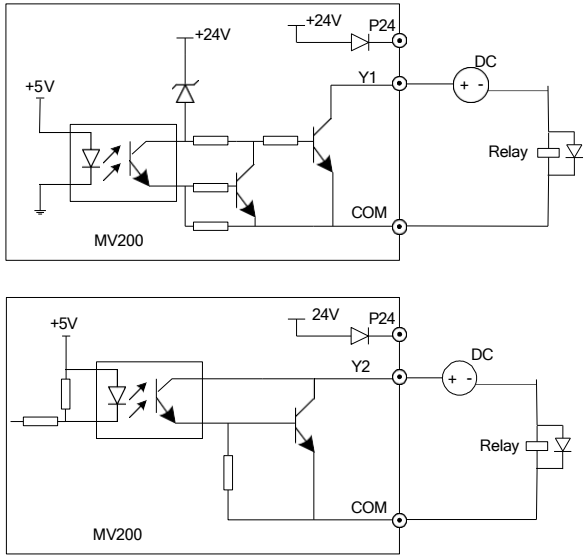

Fig. 3-18 Wiring mode 2 of multi-functional output terminal
2. When the multi-functional output terminals Y1 and Y2 use the external power supply, the wiring mode is as shown in Fig.3-18.